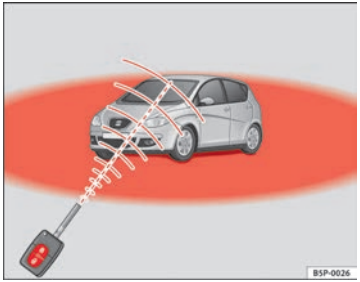

**Fig. 65 Range of the radio frequency remote control**
- The radio frequency remote control functions only when you are in range ⇒ Fig. 65 (red area).
- If the vehicle is unlocked using the 🔓 (1) button, it will lock again automatically if any of the doors or the rear lid are not opened within 30 seconds after unlocking it. This function prevents the vehicle from remaining unlocked if the unlock button is pressed by mistake.